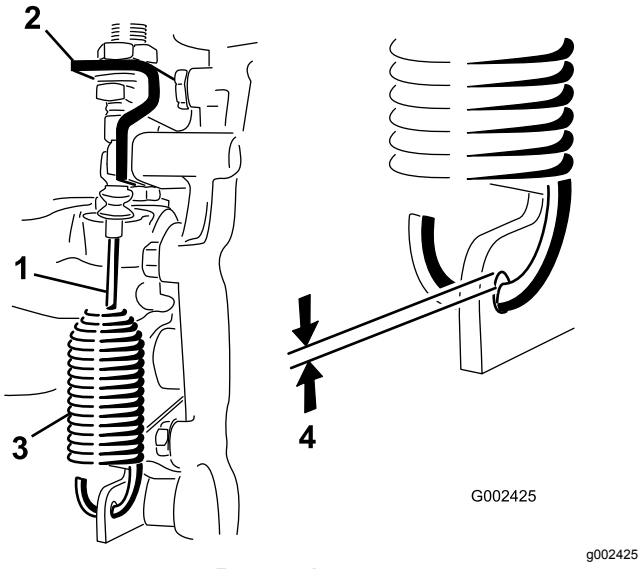

**Rysunek 54**
2. Odkręć przeciwnakrętki mocujące linkę blokady mechanizmu różnicowego do wspornika na skrzyni biegów (Rysunek 54).